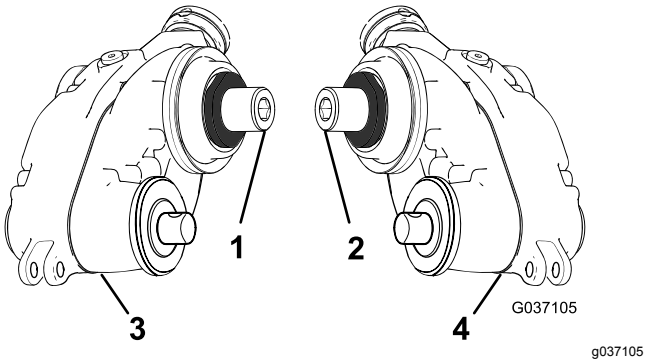

Figura 7
1. Identifique as caixas da transmissão do rastelo esquerdas e as caixas da transmissão do rastelo direitas; consulte Figura 7.